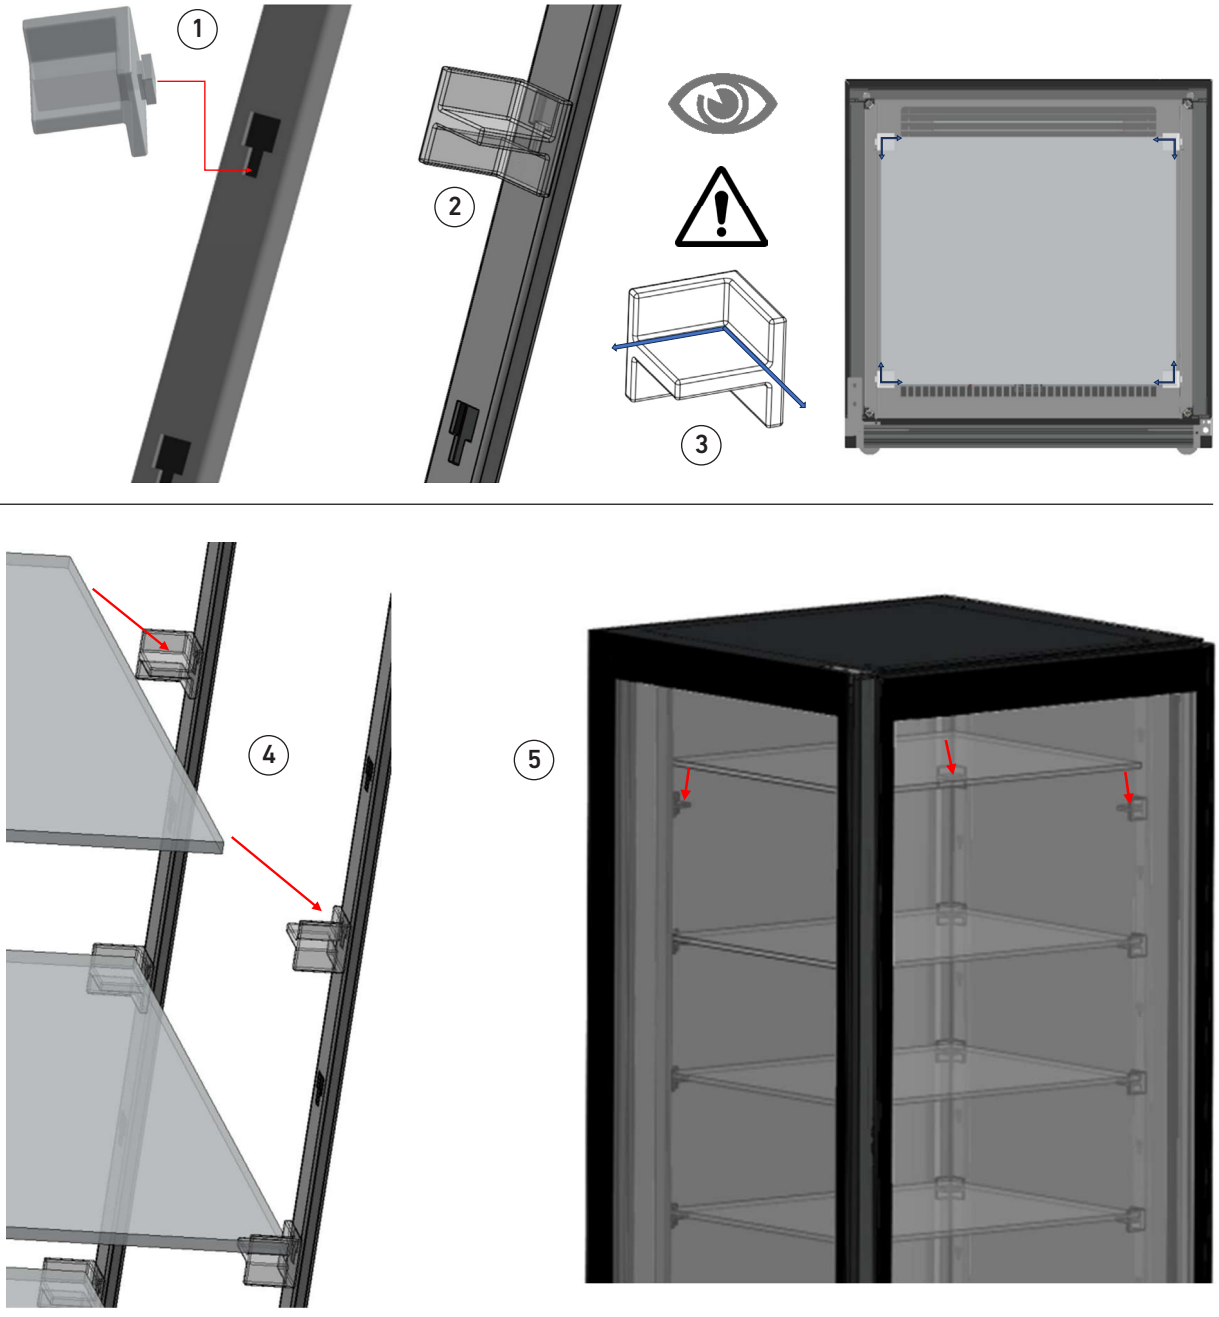

fig. 14
- Insert and fasten the supports in the appropriate joints on the uprights (fig.14 part.1-2).
- Check that the 4 supports are oriented in order to accommodate the shelf in the 4 corners, once resting (fig.14 part.3-4).
- Place all shelves at the desired heights (fig.14 part.5).